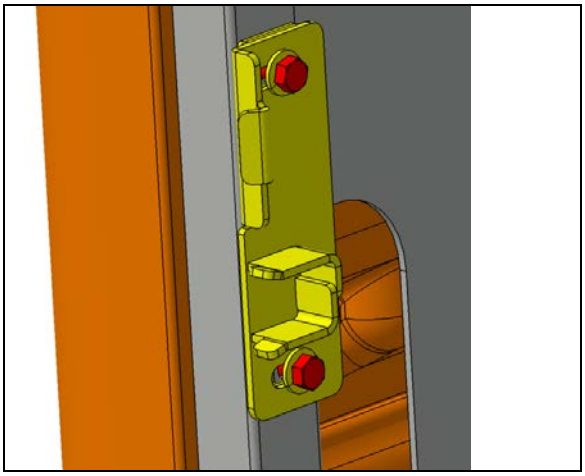

**FIGURE 121**
14. Perform the transversal adjustment by moving the strike plate using the slotted holes (FIGURE 121).